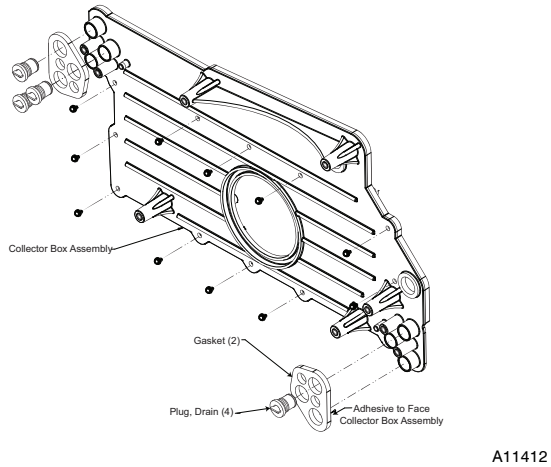

**Fig. 4 - Collector Box Removal / Installation**
1. Remove the screws that secure the collector box to the heat exchanger cell panel and set aside. See Fig 4.